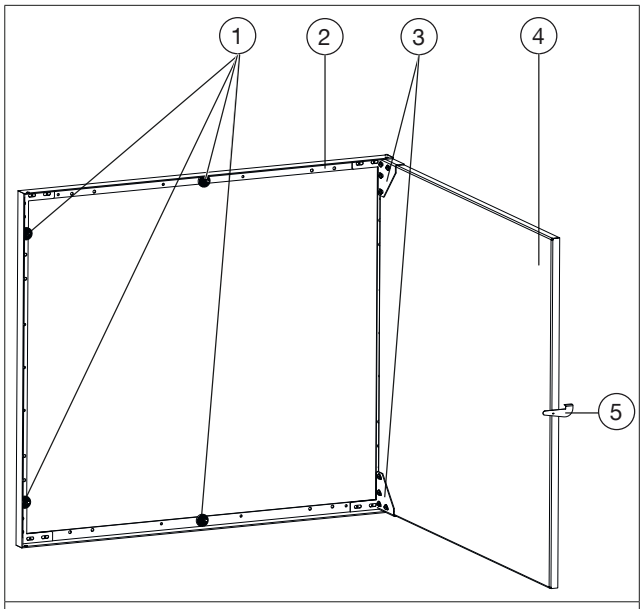
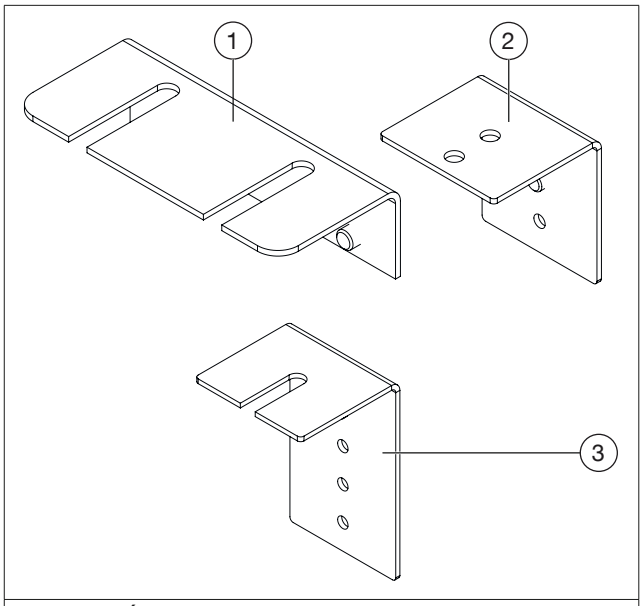

Fig. 1: Construction de la porte de visite
Fig. 5: Équerres de fixation jointes à la livraison
1. Ouvrir complètement la porte (voir Fig. 1 en page 24).
5. Visser à la main les équerres de fixation (1) (voir Fig. 5 en page 25) sur le cadre (voir Fig. 1 en page 24).